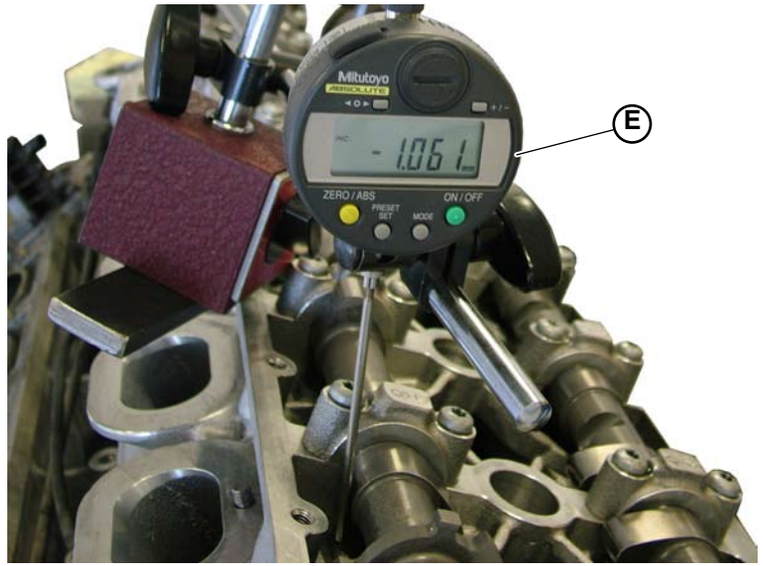

Fig.2
5. Install the digital dial gauge (**E-Fig.2**) with the support on the spacer ring of the intake valve of cylinder no. 6 (no. 12).